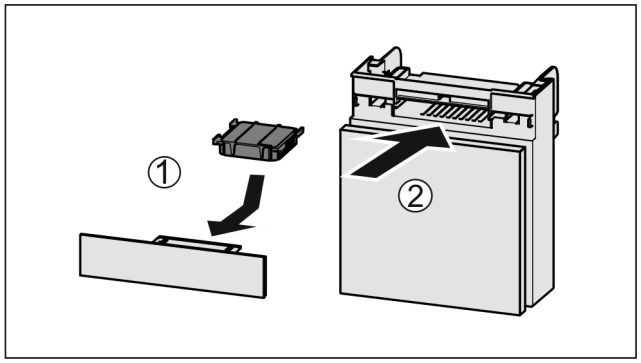

Fig. 226
▶ Introduceți *Fig. 226 (1)* filtrul de cărbune activ după cum se vede în figură.
▶ Împingeți *Fig. 226 (2)* compartimentul în interior.